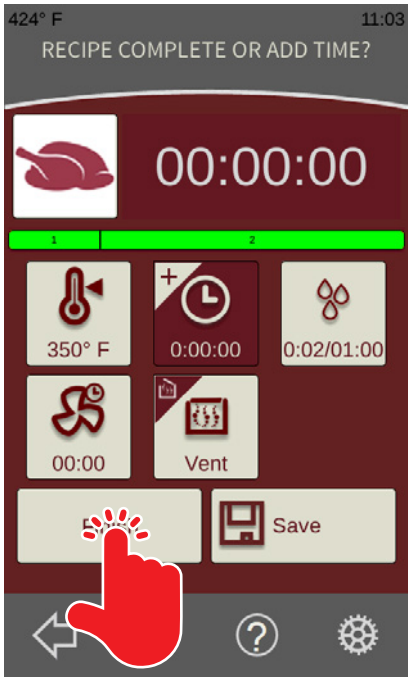

Fig. 48
3. If the product is finished, touch the Finish button (Fig. 48) on the controller to exit the ***Recipe Running Screen***.